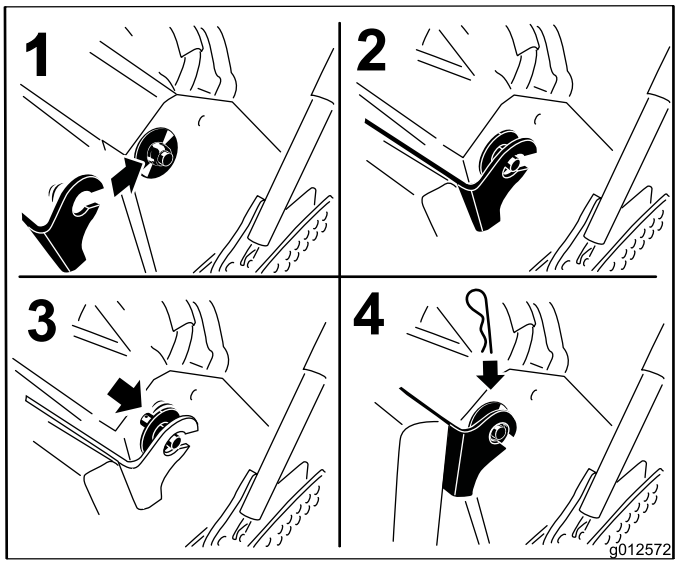

Figura 36
6. Eleve a protecção e deslize-a para os pinos em ambos os lados da máquina (Figura 36).
7. Deslize os casquilhos plásticos das anilhas grandes para a abraçadeira da protecção e fixe-os com um contrapino (Figura 36).